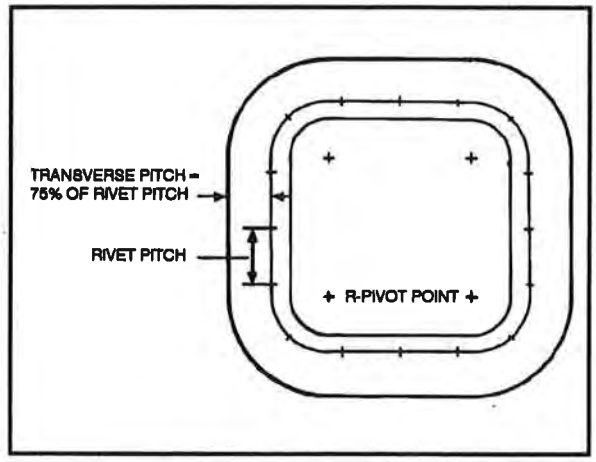

Figure 8-19. Transverse pitch
- If two rows are needed, determine transverse pitch by taking 75 to 100 percent of rivet pitch (Figure 8-19).